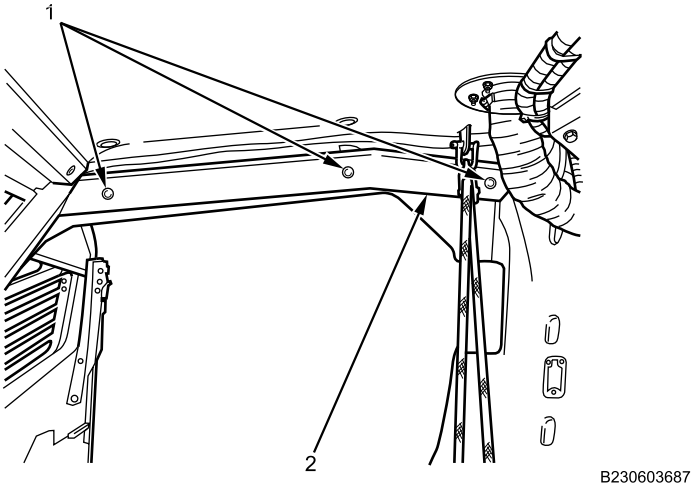

Figure 11. Right Front Door Molding.
5. Install front door molding (Figure 11, Item 2) with three new fasteners (Figure 11, Item 1).